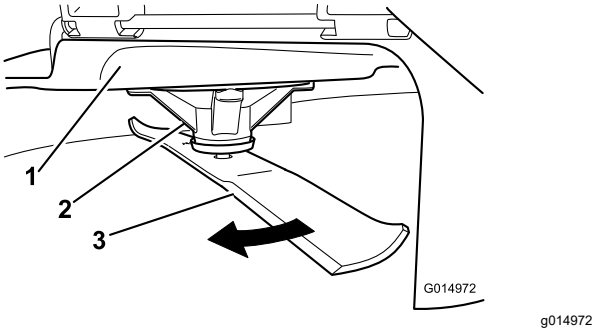

Rysunek 64
2. Korzystając z grubych rękawic lub innej ochrony dłoni, powoli obracaj ostrzem i ustaw je w pozycji, w której będzie można zmierzyć odległość między krawędzią tnącą a poziomą powierzchnią, na której stoi maszyna (Rysunek 64).